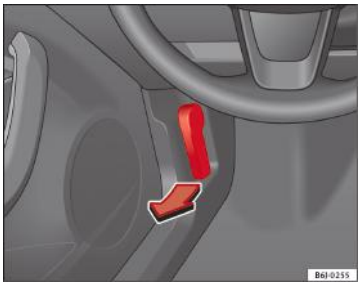

Fig. 123 Maneta de deschidere a capotei
– Pentru deblocarea capotei, trageți maneta de sub planşa de bord ⇒fig. 123 în sensul indicat (săgeata). Capota va fi eliberată prin acțiunea unui arc ⇒⚠.